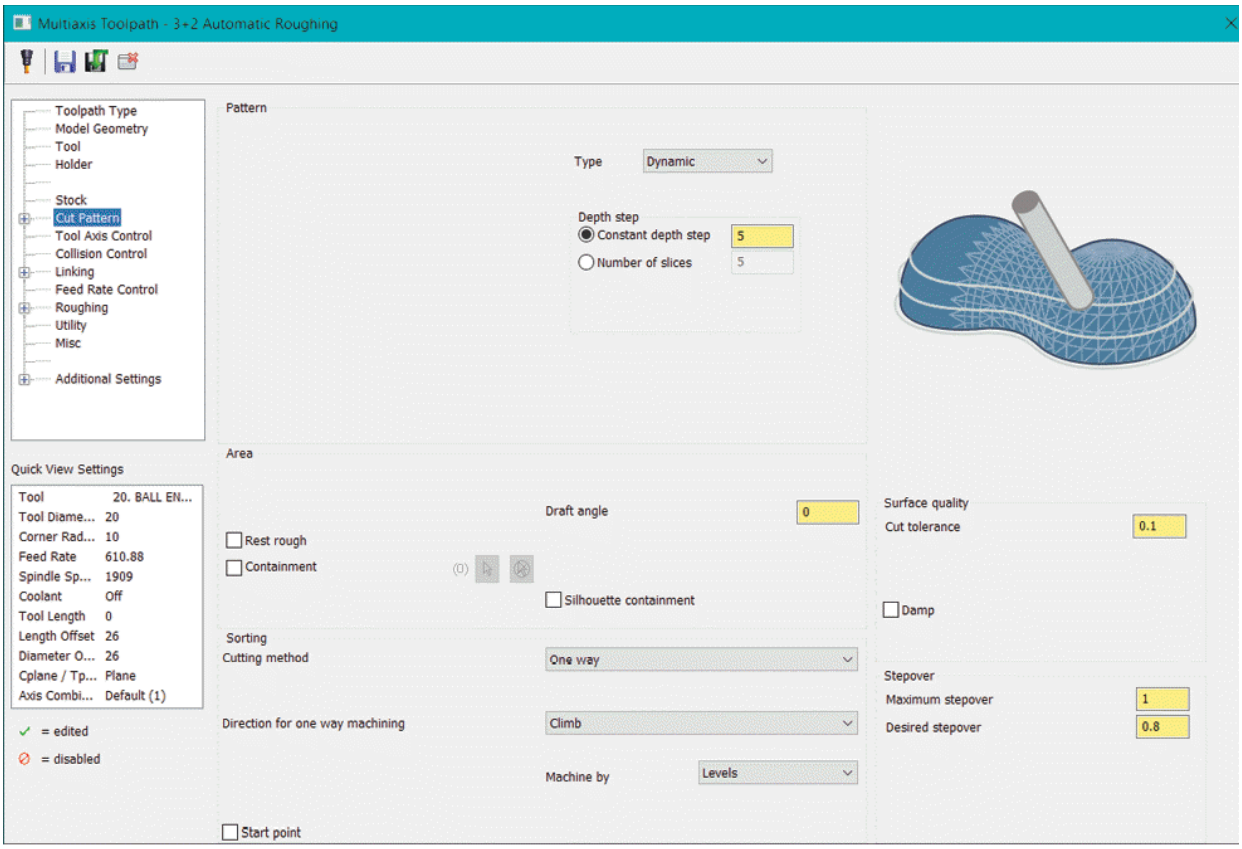

Figure-48. Cut Pattern page
- Select the **Cut Pattern** option from the left area to define pattern in which cutting passes will be created; refer to Figure-48.